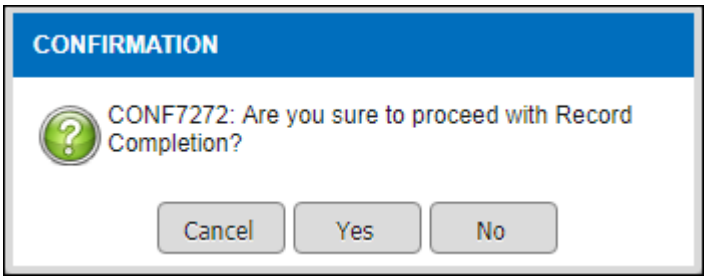

Figure 3.1-24 Save Record Alert Message
- *Alert message will be displayed as per Figure 3.1-24 after clicking on* Record Completion *button*